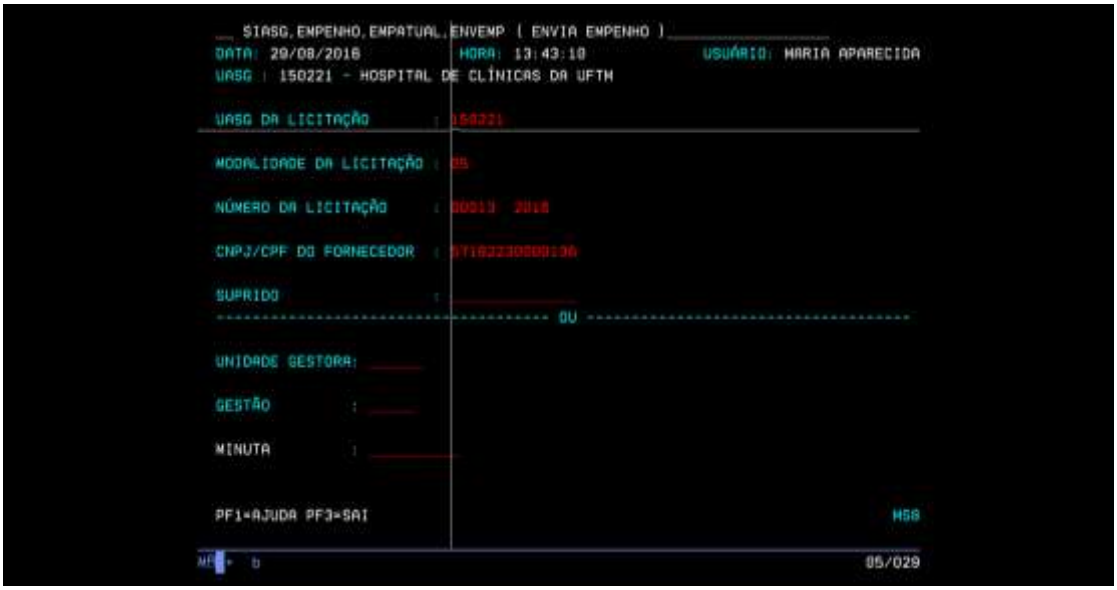

Figura 20: Acesso envia empenho
- Ao confirmar a operação o sistema será direcionado para a tela "Envia Empenho"(Figura 20);